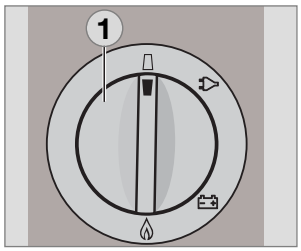

Abb. 37
- Stellen den Energiewahlschalter **(1)** auf Position "**AUS**". Das Gerät ist abgeschaltet (Abb. 37).